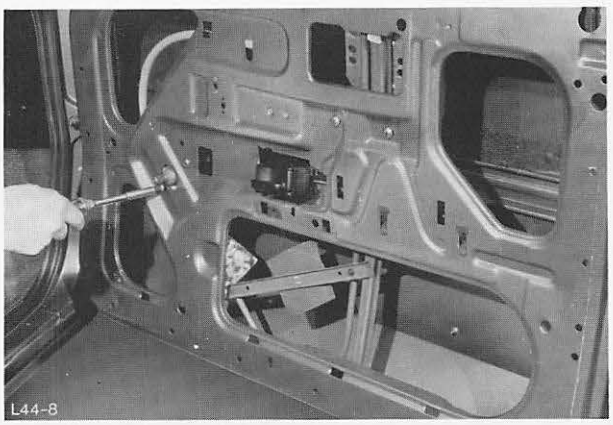

Abb. 134 Kurbelapparat einbauen
24. Kurbelapparat durch die untere große Öffnung einsetzen und anbauen, Abb. 134.